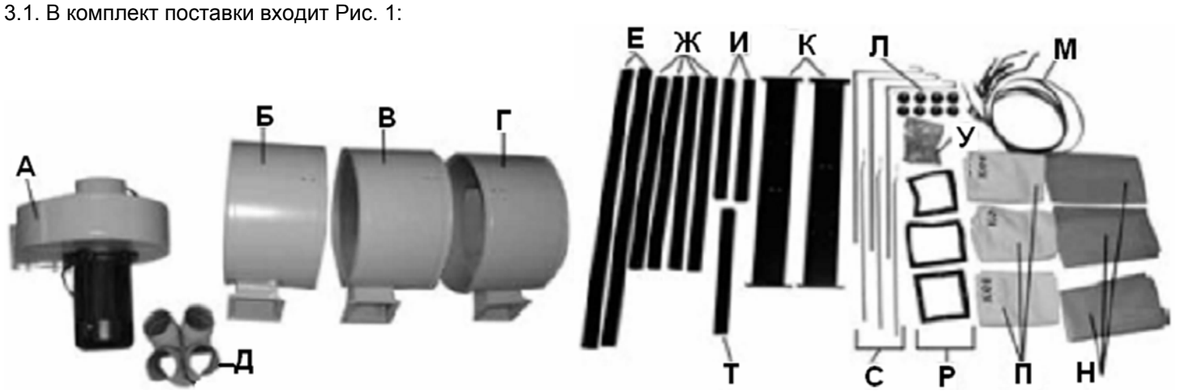

Рис.1
3.1. В комплект поставки входит Рис. 1: